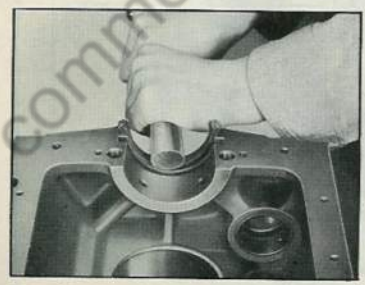

Fig. 33 Installing Crankshaft Upper Oil Seal
F. Crankshaft Rear Oil Seal—A special packing is provided which forms an oil seal at rear end of crankshaft. Oil slinger on crankshaft directs major portion of oil away from seal and oil returns to oil pan. A special driver is available for installation and compression of crankshaft upper oil seal. If such a driver is not used, the seal may be satisfactorily pressed into groove in crankcase and cap as shown in Figs. 33 and 35.
2. Install seal in groove of crankcase with special driver or as illustrated in Fig. 33.